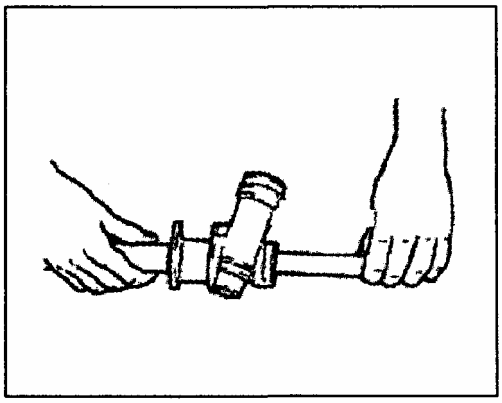

Рис. 460
2) Установите рейку в корпус как показано на рисунке (Рис.460).